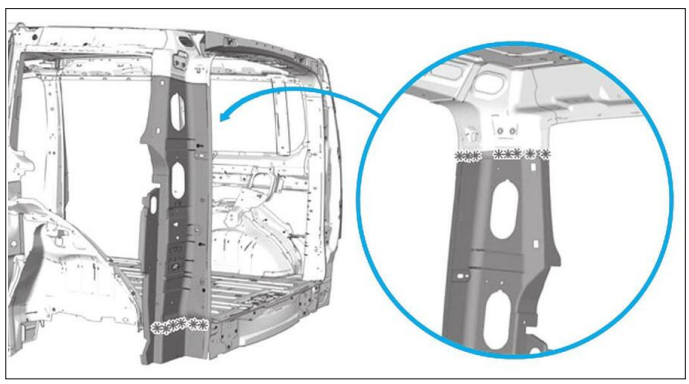

FIG. 97
- Fraiser les soudures du pavillon **(Fig.97)**.